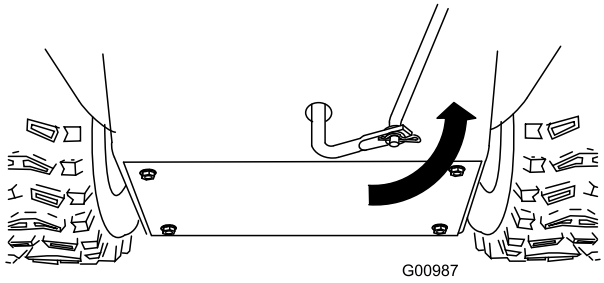

Figuur 12
5. Draai de onderste verbindingsarm volledig naar boven (linksom) (Figuur 12).